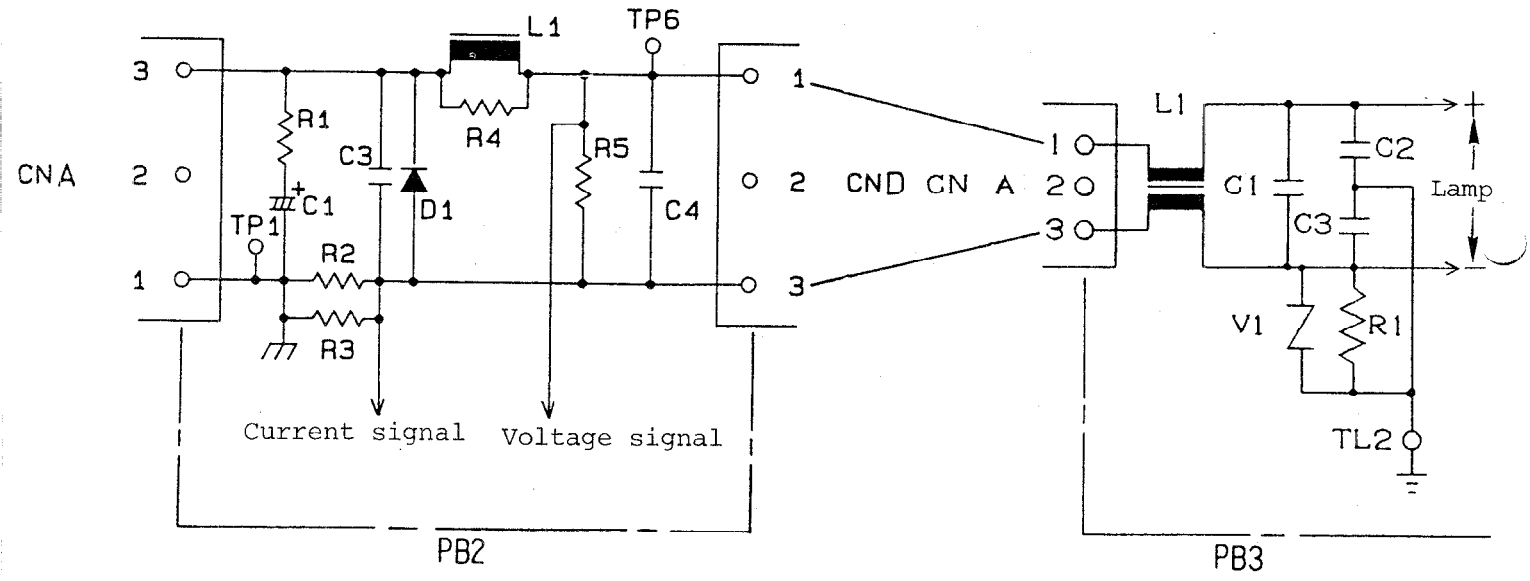

Fig. 5 OUTPUT CURRENT DETECTOR, circuit for lamp damage prevention and ignition ability and output filter circuit
⑨ OUTPUT CURRENT DETECTOR (Fig. 5)
⑩ CIRCUIT for LAMP DAMAGE PREVENTION and IGNITION ABILITY (Fig. 5)
⑪ OUTPUT FILTER CIRCUIT (Fig. 5)